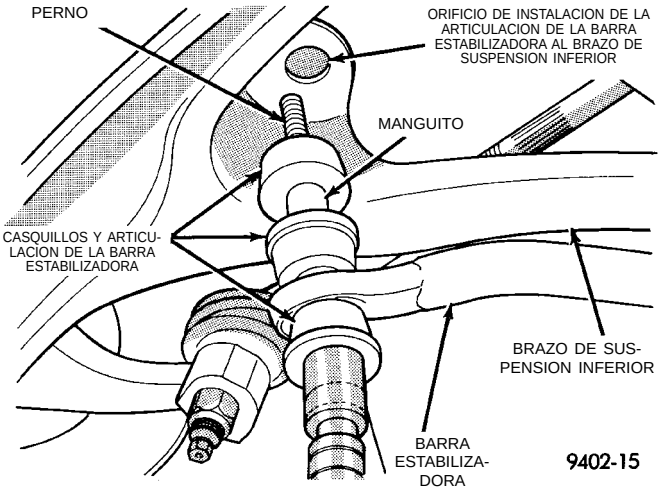

Fig. 37 Casquillos y articulación de la barra estabilizadora ensamblados
(4) Ensamble los casquillos de la barra estabilizadora a los conjuntos de articulación del brazo de suspensión inferior como muestra la (Fig. 37).